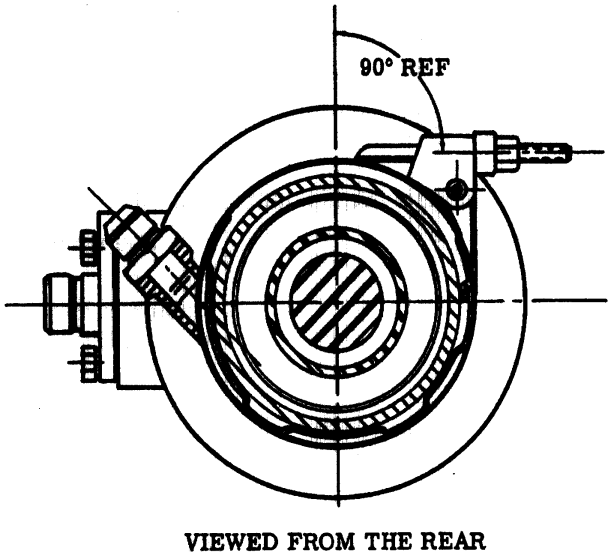

Figure 3. Saddle Clamp Positioning on Anti–icing Cowl Duct and Cover
d. Place anti–icer cowl duct (12) and cowl cover (4) in position, with the splitline horizontal, and install hinge pins (7 and 8) from rear. Install longer pin on right–hand side.
e. Install saddle latch clamp (2) on forward end of cowl duct and cover assembly. Install clamp with clamp bolt at top right position and approximately parallel to torquemeter horizontal center line. (See figure 3) Torque self–locking nut 10–15 lb in. (QA).